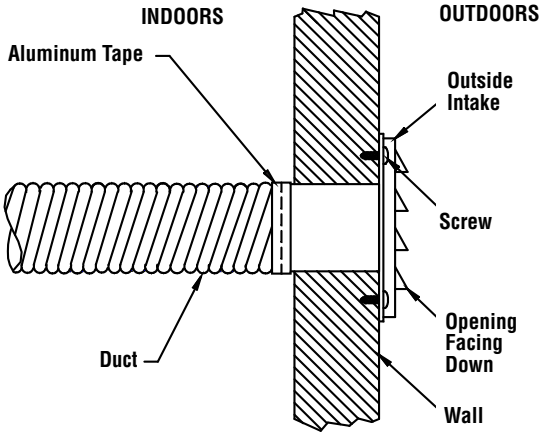

Figure 12 - Through the Wall, Outside Air Termination
B) The air intake register must not be installed more than ten (10) feet above the base of the stove.
- Make a 4-1/4" hole in the outside wall of the house at the chosen location. From outside, place the outside air register in the hole (open side down) and fasten the register to the wall, with screws as shown *(see **Figure 12**)*.
- Attach the duct to the coupler on stove *(see **Figure 12**)*. Using the aluminum tape provided, wrap the tape around the joint between the flexible duct and the air inlet.